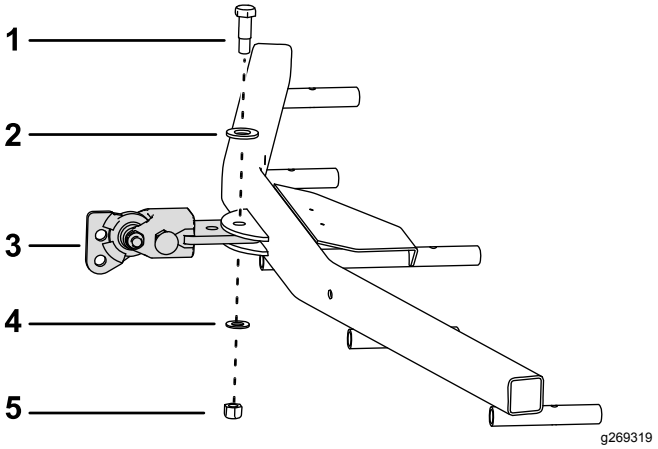

Rysunek 7
1. Zamontuj do grabi sprężynowych zespół haka z przegubem kulowym w sposób pokazany na Rysunek 7.